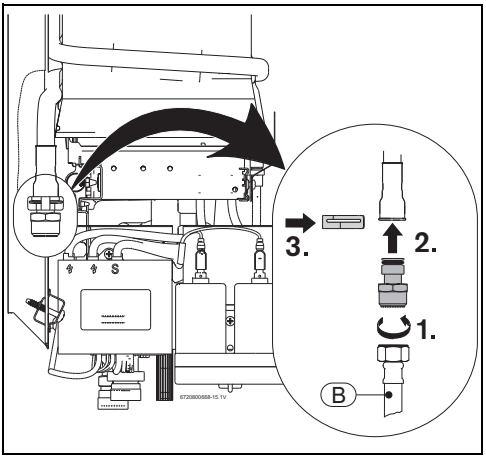

Rys. 13 Osprzęt przyłączeniowy wody
- ▶ Zamontować osprzęt przyłączeniowy wody dostarczany z urządzeniem (→ Rys. 13).